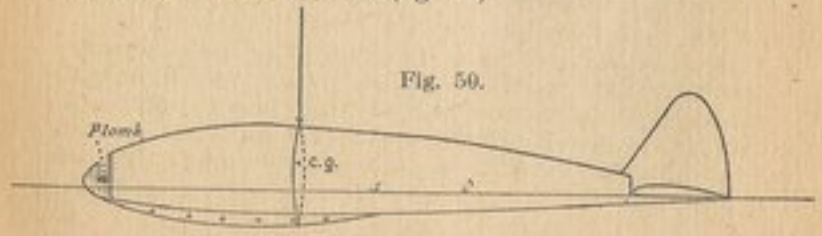

Fig. 50.
4. Verser du plomb de chasse dans le creux que vous avez pratiqué sur le nez de l'Appareil jusqu'à ce que celui-ci se tienne horizontalement (fig. 50).